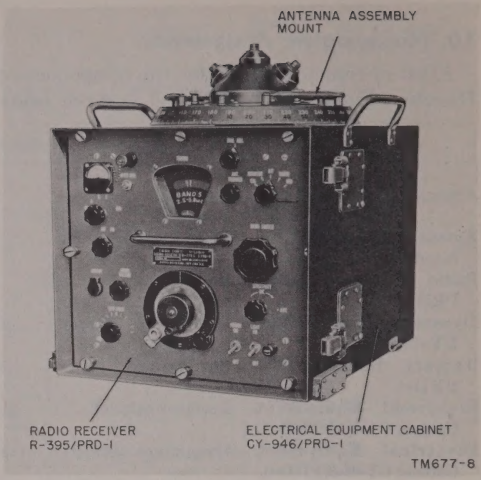

Figure 8. Radio Receiver R-395/PRD-1 housed in cabinet, cover removed.
a. Radio Receiver R-395/PRD-1 (fig. 8), is a 15-tube, superheterodyne type that operates in seven overlapping bands over a frequency range of 100 kc to 30 mc (par. 7). The unit is designed to receive am, cw, and icw signals throughout the total frequency range, and to receive fm signals in the frequency range of 12.5 mc to 30 mc. The panel of the receiver is provided with a handle for removing the unit from the cabinet. The schematic diagram of the reciver is shown in figure 84.
d. The antenna assembly mount is located on the top of Electrical Equipment Cabinet CY–946/PRD–1 (fig. 8). This is a two-piece rotary mounting that consists of an antenna mount and an azimuth scale disk (fig. 20). It is provided with slip rings and brushes (on the underside) for making electrical connections between the antenna mount and the antenna jack. The azimuth scale disk portion of the mount has two azimuth scales graduated in 1° intervals from 0° to 360°. A turning handle is provided to facilitate rotation of the azimuth scale and antenna assembly mount.